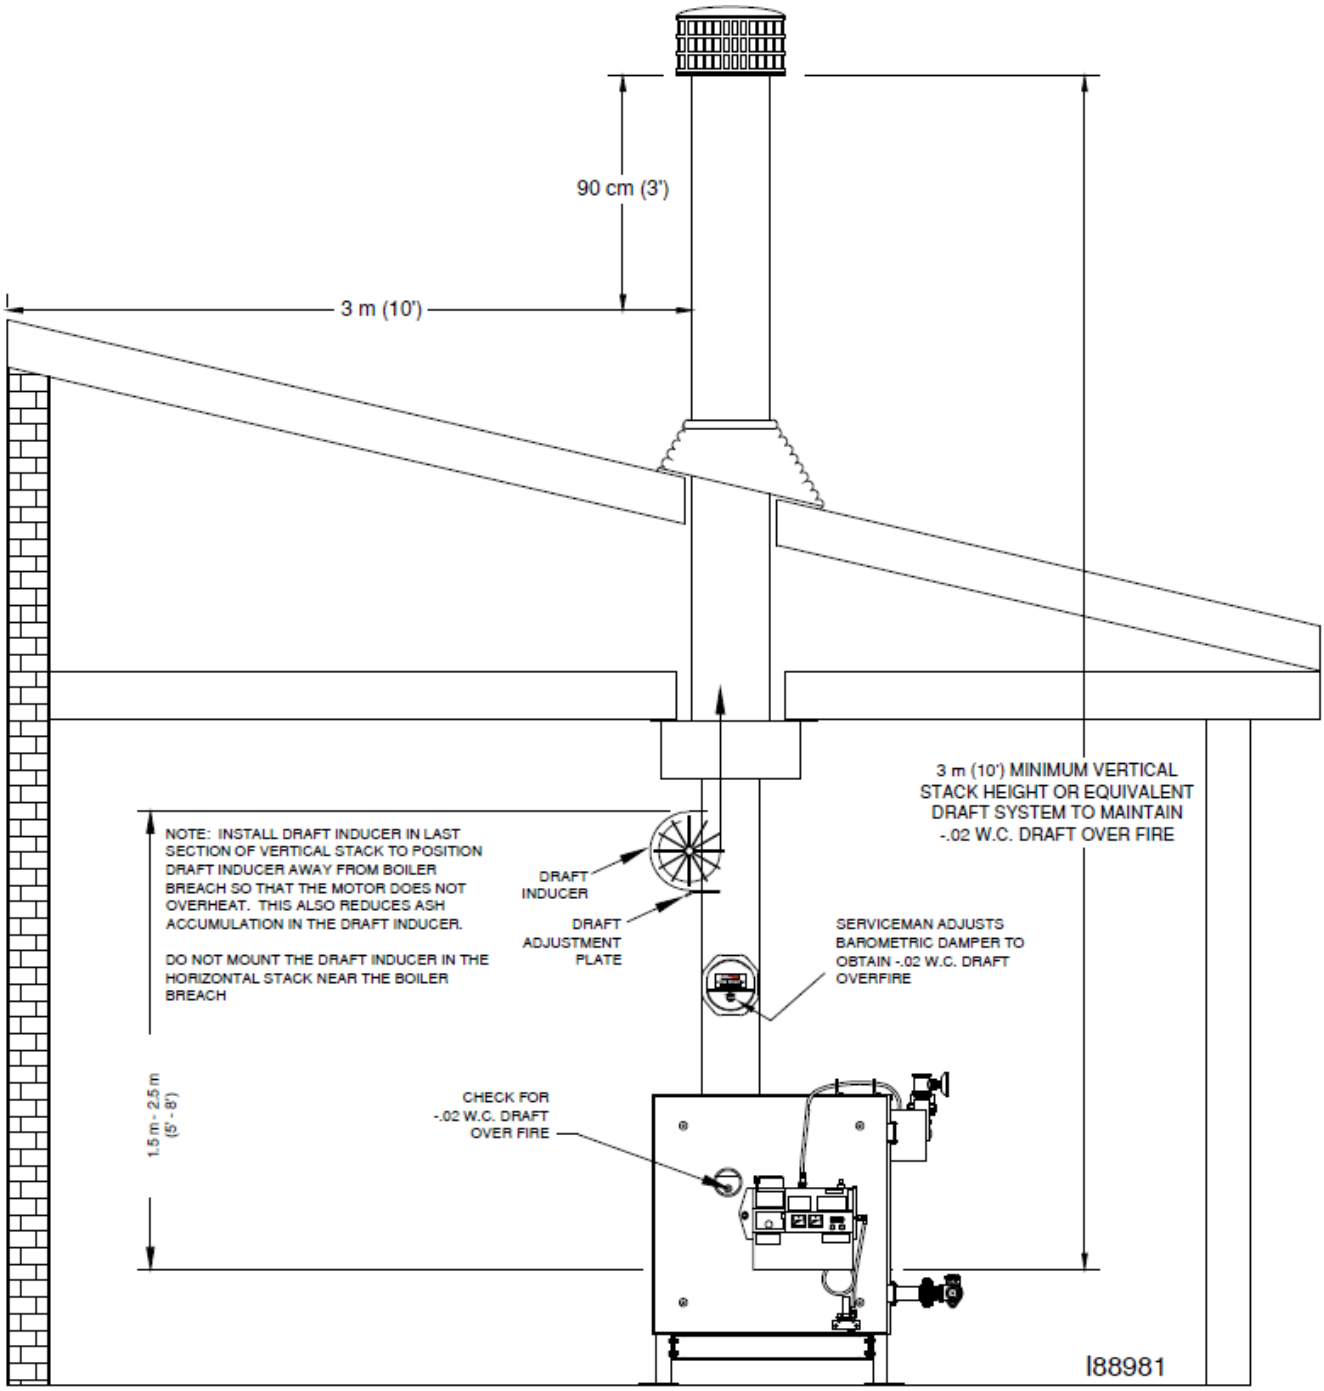

Figure 4N - Installation of the Draft Inducer
The draft inducer is designed to aid the natural draft created by the appliance to vent the combustion gases outside of the building. As the paddle wheel turns, a negative pressure is maintained at the CTB outlet so that the combustion gases can leave the CTB and travel out of the stack. (See Figure 4N.)
1. Refer to Figure 4N. Follow the instructions included with the draft inducer to mount the draft inducer on the section of single-wall vertical stack.